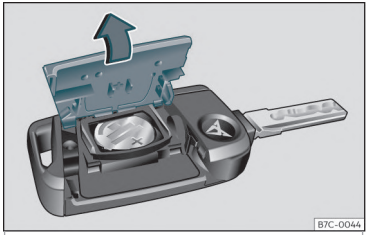

Fig. 72 Cheia automobilului: deschiderea capacului compartimentului bateriei.
• Scoateți capacul de pe spatele cheii automobilului››› **fig. 72** , în direcția indicată de săgeată ››› ❗.
• Montați capacul conform››› **fig. 72** , apăsându-l pe carcasa cheii în sensul opus celui indicat de săgeată, până când se fixează cu un clic.